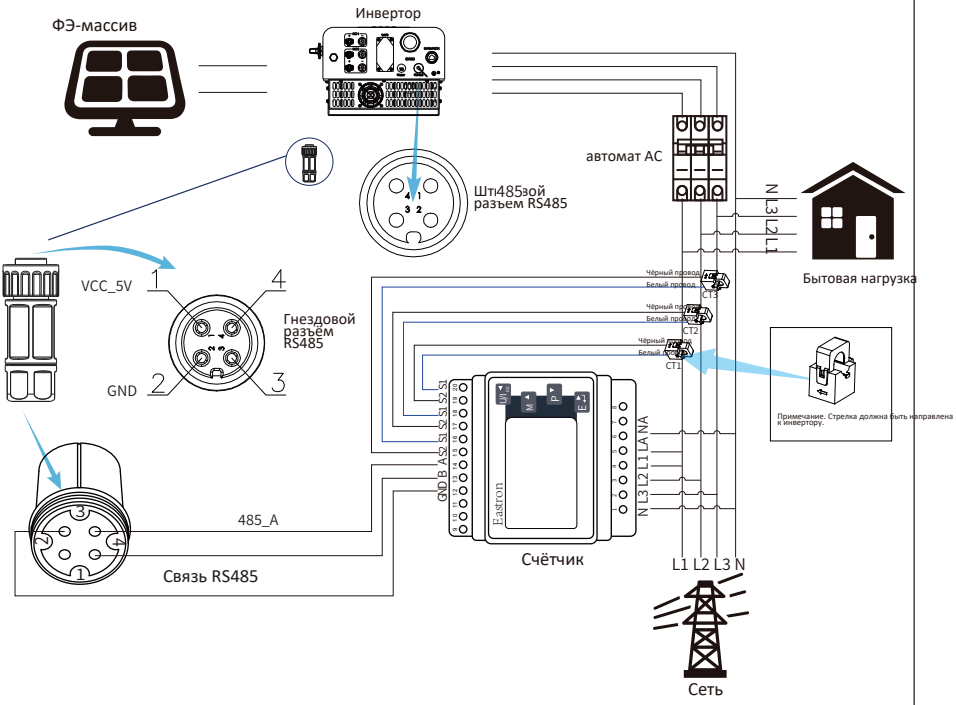

Рис. 7.6 Схема подключения счётчика EASTRON
Серия поддерживает несколько моделей интеллектуальных счётчиков. На рис. 7.6, 7.8, 7.14 и 7.16 показаны счётчики с трансформаторами тока (CT), позволяющие измерять большие фазные токи. Например: SDM630MCT 40mA — ток каждой фазы сети менее 200 A; DTSU666 250A/50mA — менее 250 A. При больших токах используйте счётчик с CT.